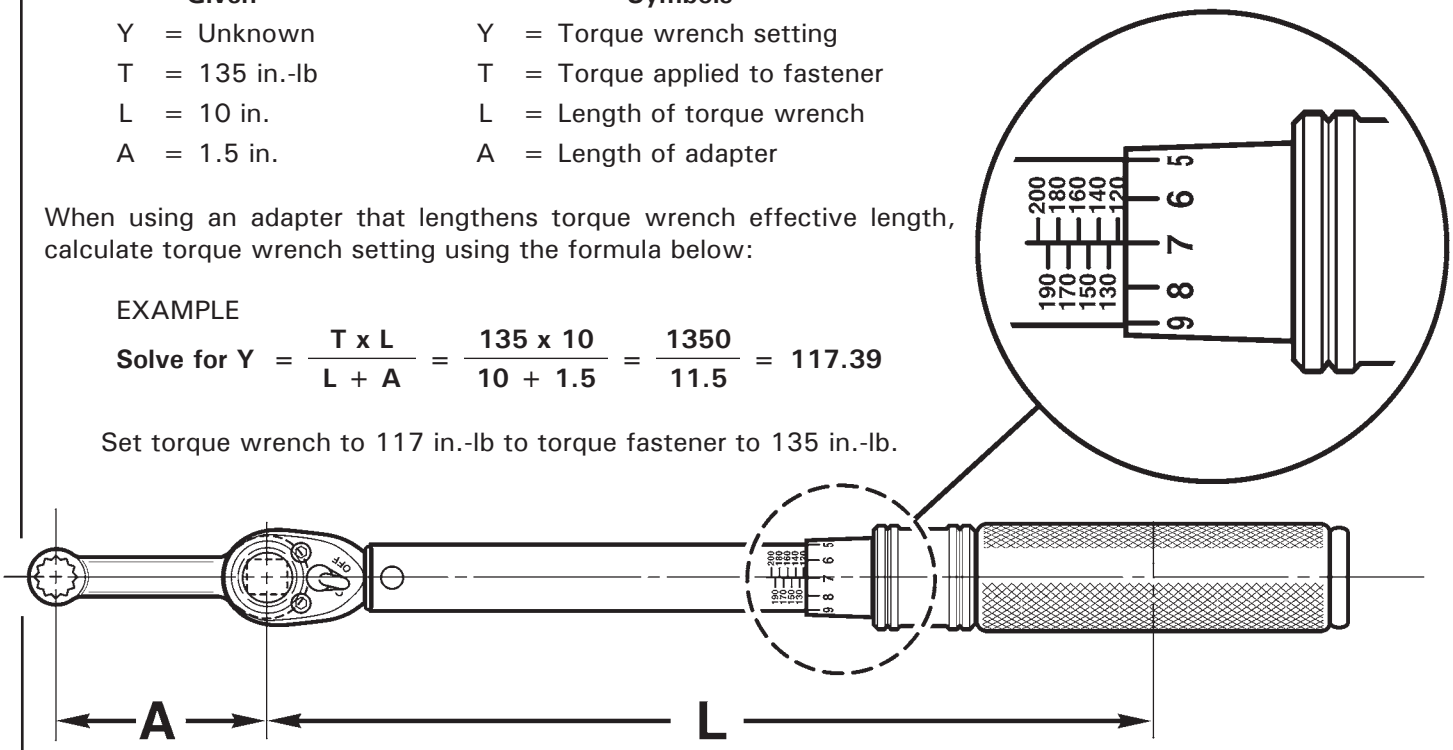

FIGURE 1-10 LENGTHENING TORQUE WRENCH EFFECTIVE LENGTH
4. If special adapters which change effective length of torque wrench are used, final torque value must be calculated using formulas in Figures 1-10 and 1-11.